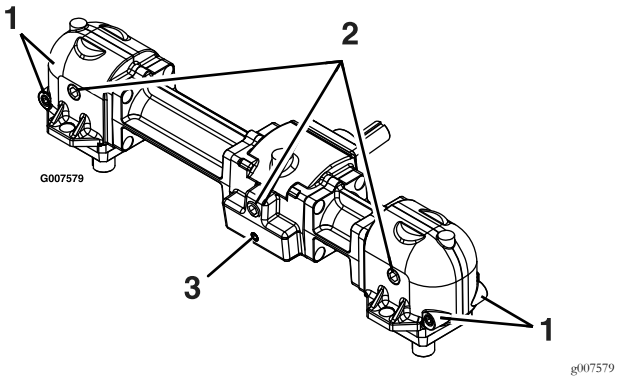

Figure 22
4. Remove the large oil drain plug on the front of each of the three gearbox sections and drain oil (Figure 22).